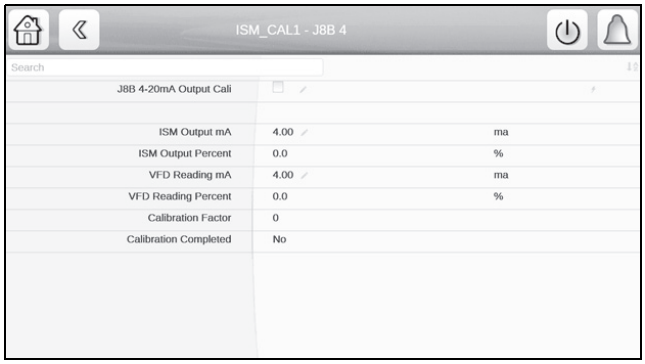

Fig. 46 — ISM_CAL1 Screen
2. Select J8B 4-20mA Output. The ISM_CAL1 screen is displayed. See Fig. 46.